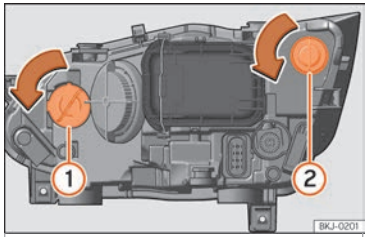

Fig. 54 No compartimento do motor: lâmpada de luz indicadora de mudança de direção ① e lâmpada de luz DRL (luz diurna) ②.
– Rode o porta-lâmpadas ››› **Fig. 54** ① ou ② para a esquerda e puxe.